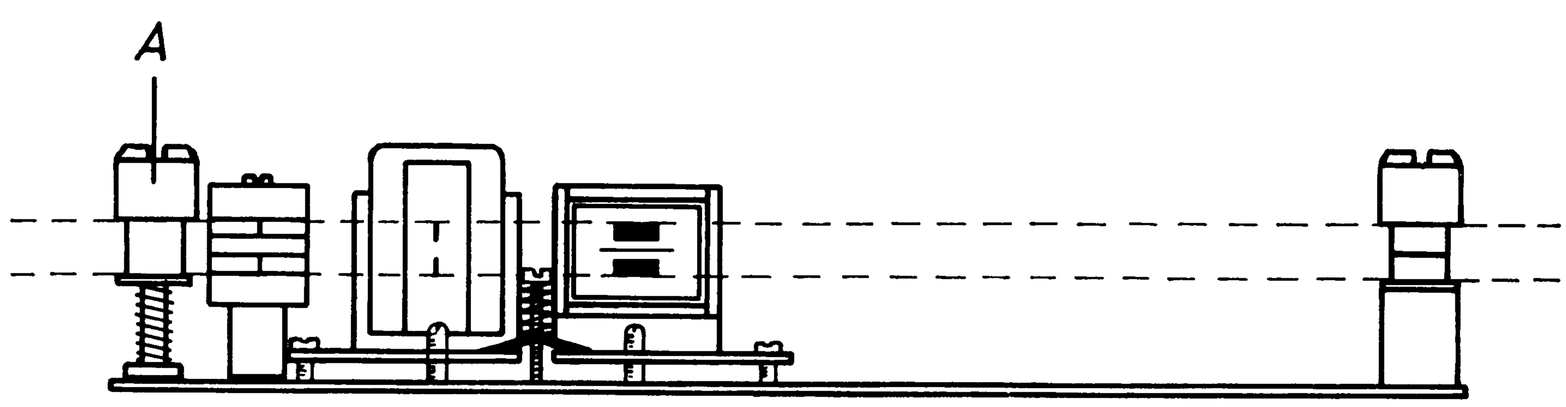

Abb. 17
10. Bandführung (siehe Abb. 17)